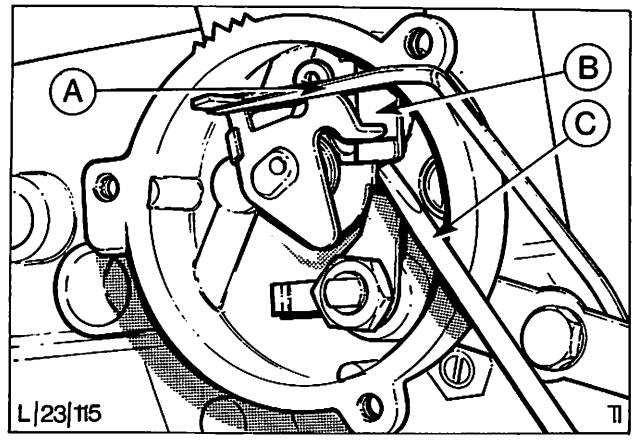

Abb. 141 Spaltmaßeinstellung bei Unterdruckverstellung
a) Ein Grummiband um den Mitnehmerhebel schlingen und so befestigen, daß die Starterklappen in geschlossener Stellung gehalten werden, „A" in Abb. 141.
b) Drosselklappen etwas öffnen und mit Hilfe eines Schraubenziehers Membranstange bis zum Anschlag eindrücken, „B" in Abb. 141.